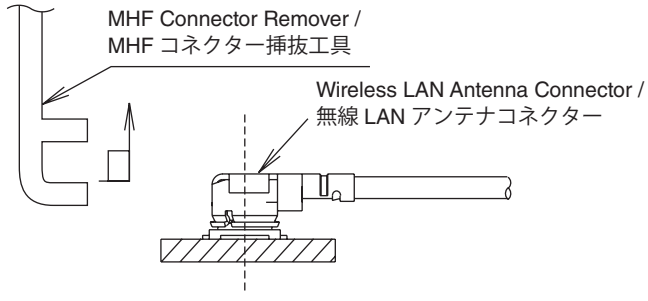

Fig. 4
- To remove the wireless LAN antenna connector, use the special MHF connector remover. Hook the tip of this tool on the cover of the wireless LAN antenna connector and pull it straight in the direction of the engaging axis of the wireless LAN antenna connector. (Fig. 4)
- 無線 LAN アンテナコネクターを引き抜く場合は、専用の MHF コネクター挿抜工具の先端部を無線 LAN アンテナコネクターふた部に引っかけ、無線 LAN アンテナコネクターの嵌合軸に合わせ垂直に引き抜いてください。（Fig. 4）